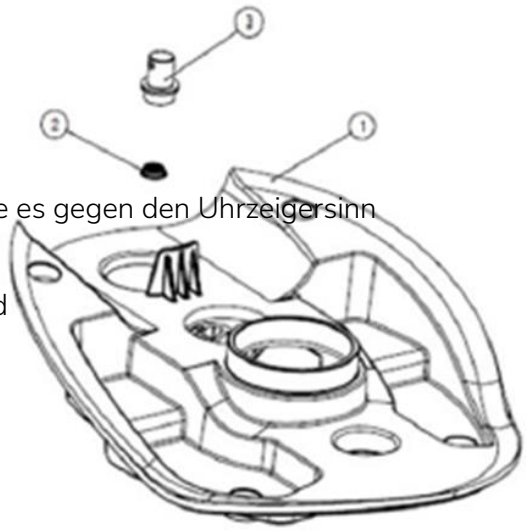

Abbildung 37.
1. Bringen Sie die obere Abdeckung der Laderbaugruppe (Abbildung 37, Teil 1) unter den Lösungsmitteltank.
2. Entfernen Sie das Ventil (Abbildung 37, Teil 3), indem Sie es gegen den Uhrzeigersinn drehen.
3. Entfernen Sie den Partikelfilter (Abbildung 37, Teil 2) und lassen Sie ihn unter warmem Wasser reinigen.